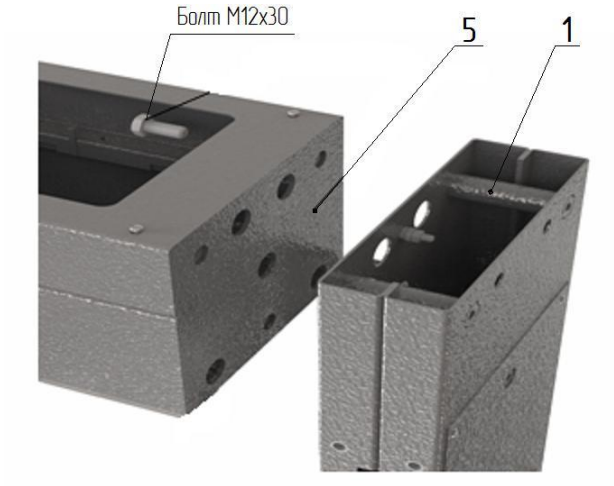
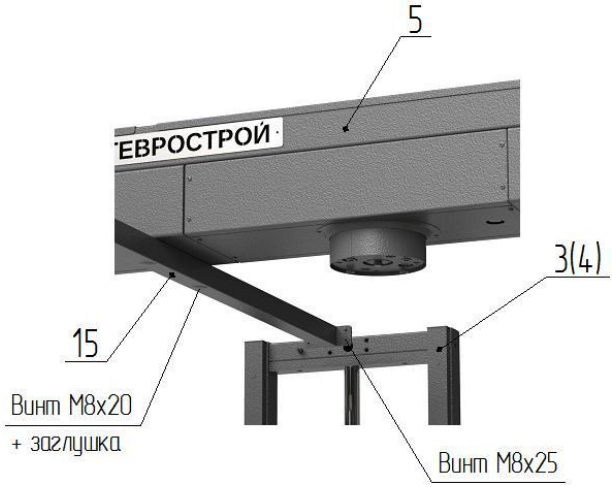

Рис. 1
Рис. 2
6.2.1. Сборка турникета (рис. 1, 2);
- положите на пол на боковую плоскость раму привода **5** (рис. 1), (предварительно постелив лист картона), рядом аналогично положите стойку крыла прохода **1** и **2**; состыкуйте указанные элементы друг с другом присоединительными элементами и закрутите по три болта М12 с каждой стороны; поставьте собранный портал вертикально на месте установки турникета; поставьте собранный портал вертикально на месте установки турникета. Закрепите к раме **5** в средней части верхнюю стяжку **15** (рис.2) двумя винтами М8.